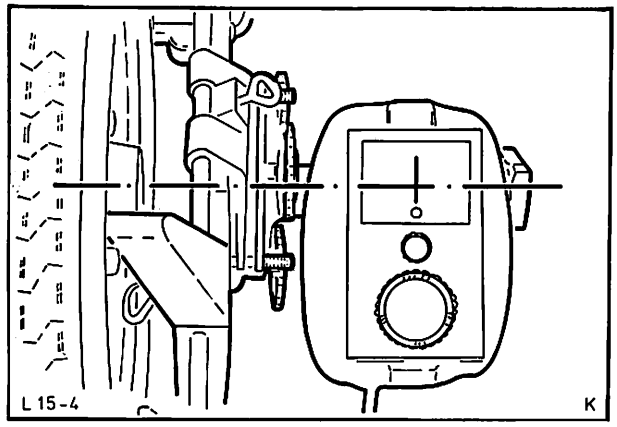

Abb. 11 Projektor- bzw. Meßskalenachse muß mit der jeweiligen Radmitte fluchten
1. Halter mit Projektoren an die Hinterräder und Halter mit Meßskalen (einschließlich Schiebeskalen) an die Vorderräder montieren **(„R“ = rechts und „L“ = links beachten).** Projektoren und Meßskalen so anbringen, daß die Projektor- bzw. Meßskalenachse mit der jeweiligen Radmitte fluchtet, Abb. 11.